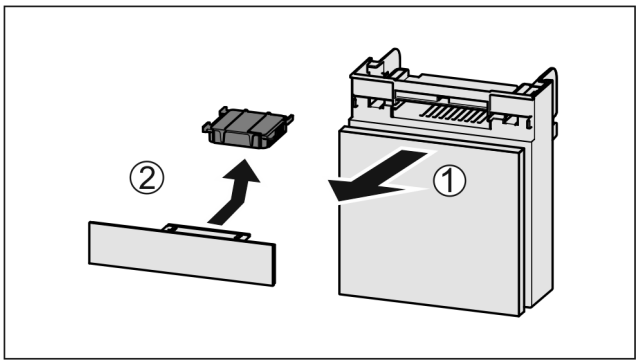

Fig. 161
▶ Pull out the compartment *Fig. 161 (1)*.
▶ Remove the carbon filter *Fig. 161 (2)*.